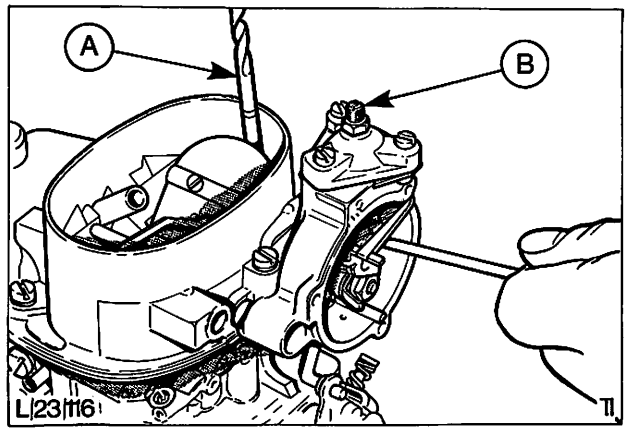

Abb. 142 Spaltmaßeinstellung bei Unterdruckverstellung
c) Bei ganz eingedrückter Membranstange müssen sich die Starterklappen teilweise öffnen. Spaltmaß zwischen Unterkante der einen Starterklappe und der inneren Wandung des Ansaugstutzens mit einem Bohrer prüfen, „A" in Abb. 142.
d) Zur Korrektur Einstellschraube im Unterdruckmembrandeckel hinein- oder herausschrauben, „B" in Abb. 142.